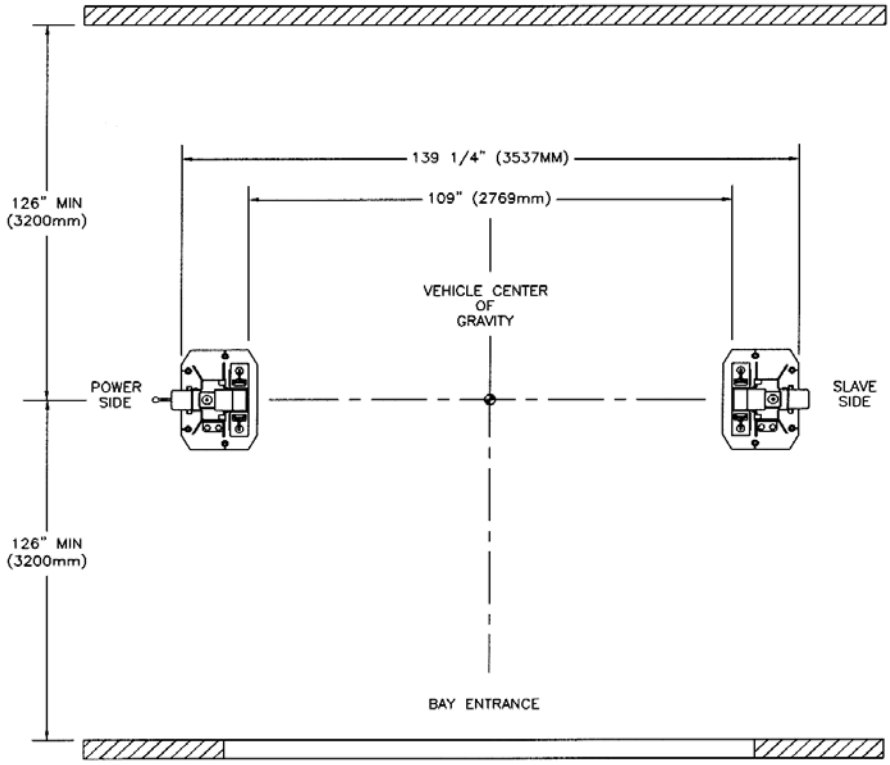

FIGURE 3 – BAY LAYOUT
7. Prepare the bay by selecting the location of the lift relative to the walls. Clear area of all packaging materials to avoid trip hazards. Draw a chalk line on the floor to represent the center line of the bay and a second chalk line crossing at 90° for locating the lift towers. Refer to **Figure 3**.
1. Locate the power side and slave side tower to the relative position as shown in **Figure 3.** Double check all dimensions.
2. Using a step ladder, install the crossmember. Raise and place the crossmember mounting hooks over the top of the tower. Install and **tighten** the crossmember using eight (8) 1/2”-13UNC x 1¼”LG. hex head bolts, flat washers, lockwashers and hex nuts.